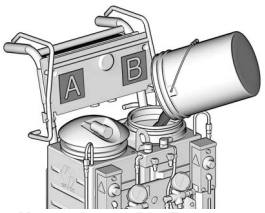

FIG. 8 Riempire il serbatoio B con resina
5. Rimuovere il coperchio del serbatoio B e versare la resina nel serbatoio B (lato blu). Vedere FIG. 8.
6. Riposizionare il coperchio (1).